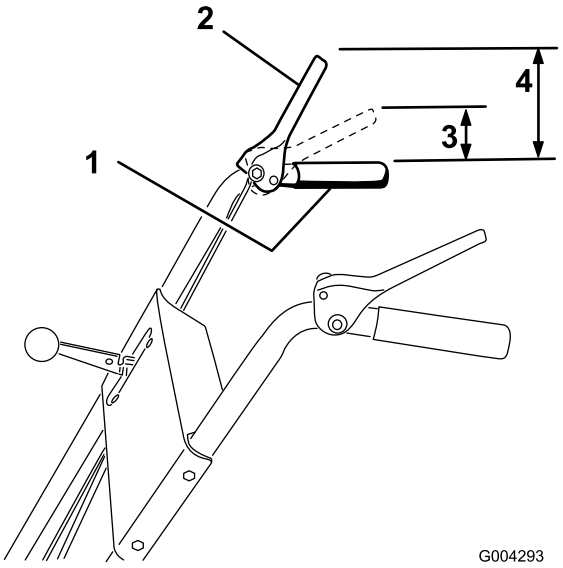

Figur 9
3. Kontroller afstanden mellem det øverste af håndtaget og det nederste af drivkontrolgrebet til sneglen/rotoren (Figur 9).
Bemærk: Den kraft, der er nødvendig for at trykke grebet ned, øges væsentligt, når du fjerner slækket fra drivremmen til sneglen/rotoren (ca. 1/2 af grebets bevægelse). Justeringen er korrekt, når kraften begynder at øges, og afstanden mellem det øverste af håndtaget og det nederste af drivkontrolgrebet til sneglen/rotoren er 3 til 5 cm som vist i Figur 9.